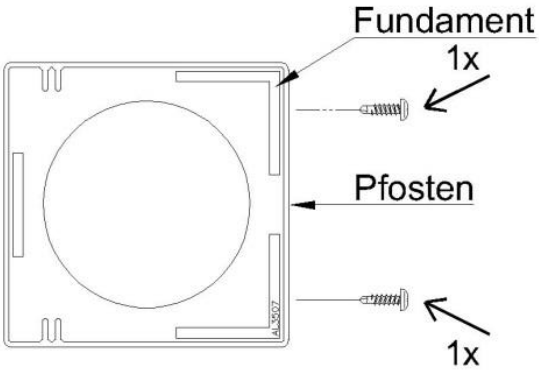

Abb. 20
3.16 Verbinden Sie anschließend die Fundamente und den Pfosten mit 2 Torxschrauben pro Pfosten. Siehe Abb.: 20